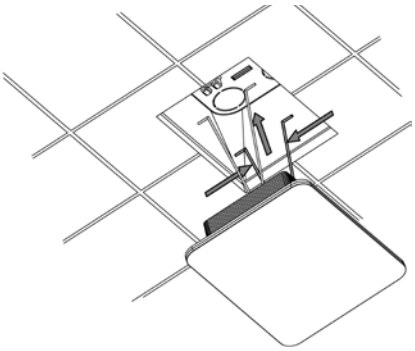

Figure 13
4. Squeeze the retention springs on the back of the fixture and fit them into the junction box **(Figure 13)**. Insert the fixture into the junction box and affix it to the ceiling, being careful not to pinch the pigtail/LED power cable (note that the pigtail/control LED power cable is not shown in **Figure 13**. Press firmly around edges of the fixture to ensure adhesion to ceiling.